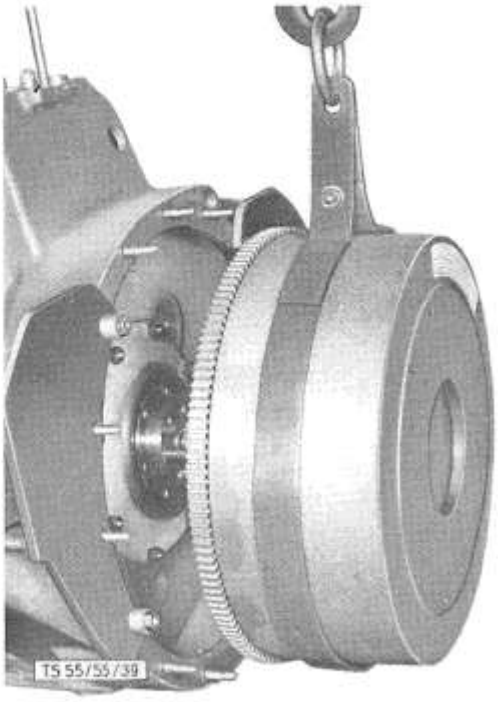

Bild 39: **Ausbau des Schwungrades**
6. Schwungrad-Aufhängevorrichtung montieren, Kran einhängen und leicht anziehen (Bild 39).